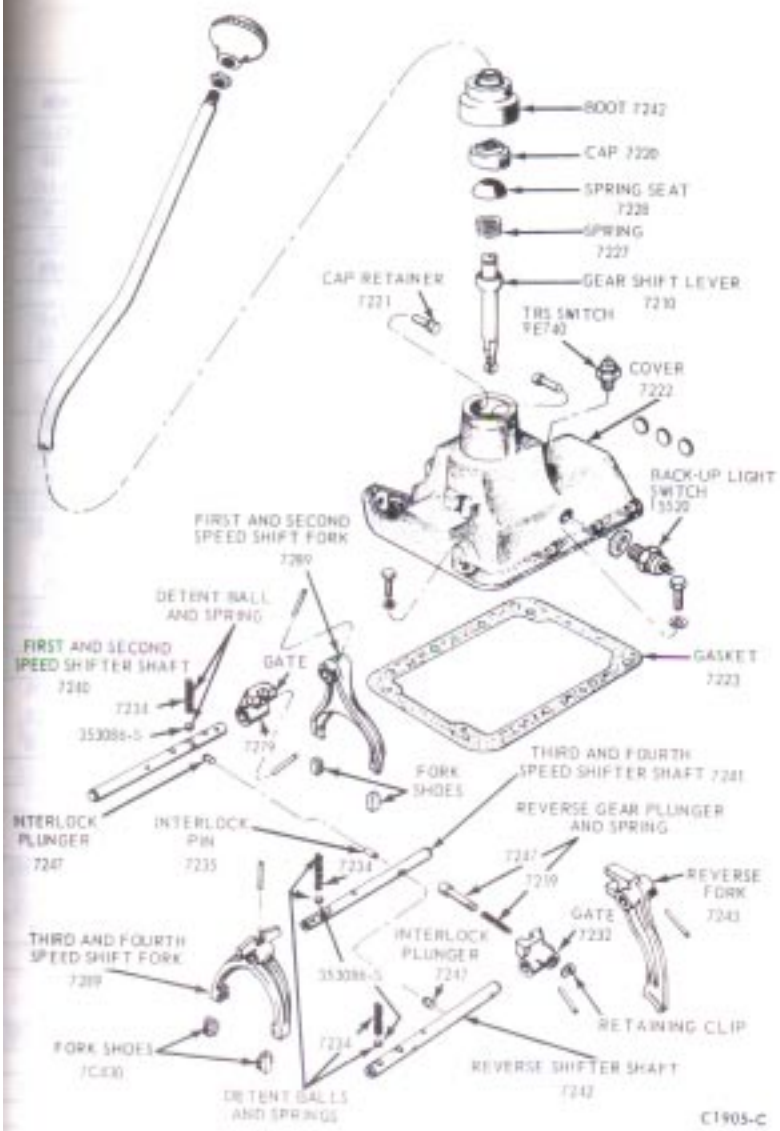

FIG. 14 Gearshift Housing Disassembled
4. Remove the back-up lamp switch from the housing (Fig. 14).
8. Compress the reverse gear plunger and remove the retaining clip. Remove the plunger and the spring from the gate (Fig. 14).
1. Assemble the spring on the reverse gear plunger (Fig. 14) and hold it in the reverse shift gate. Compress it in the gate and install the retaining clip.
6. Install the two interlock plungers in the bores (Fig. 14).